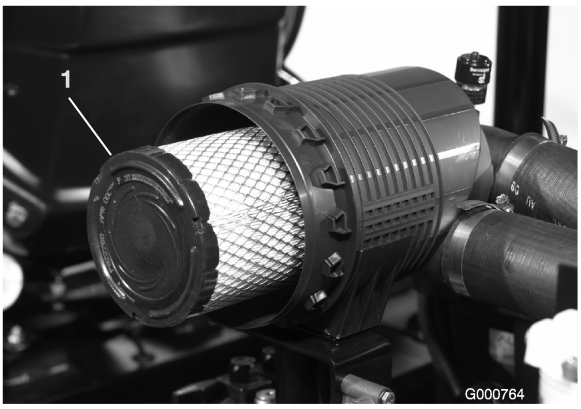

Figura 40
3. Togliete il filtro primario e sostituitelo (Figura 40).